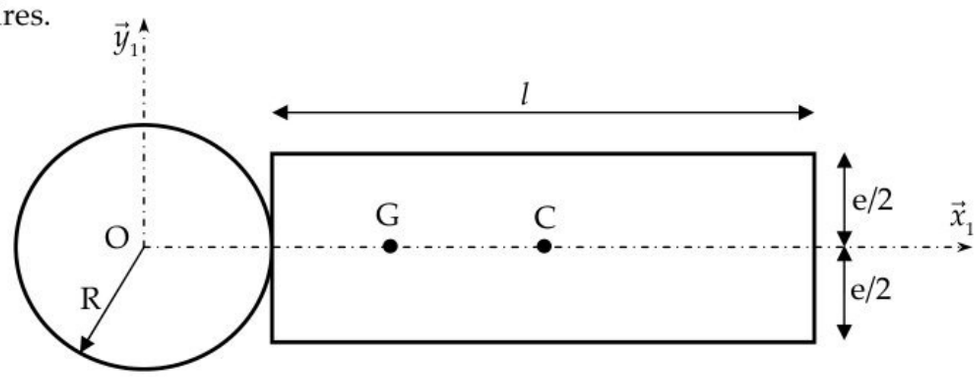

Figure 3 : Forme de la pièce (1)
On suppose que la pièce (1), de centre d'inertie G, est un solide homogène composé d'un disque (D) de centre O, de rayon R, de masse m_D et d'une plaque (P) de centre C et de cotés (e) et (l), de masse m_P comme indiqué sur la **figure 3** ci-après. Le disque (D) et la plaque (P) sont solidaires.
Question 1-10 : Déterminer X_G, Y_G et Z_G, les coordonnées du centre d'inertie G de la pièce (1) en fonction des données de la **figure 3**. ($\overrightarrow{OG} = X_G.\vec{x}_1 + Y_G.\vec{y}_1 + Z_G.\vec{z}_0$).